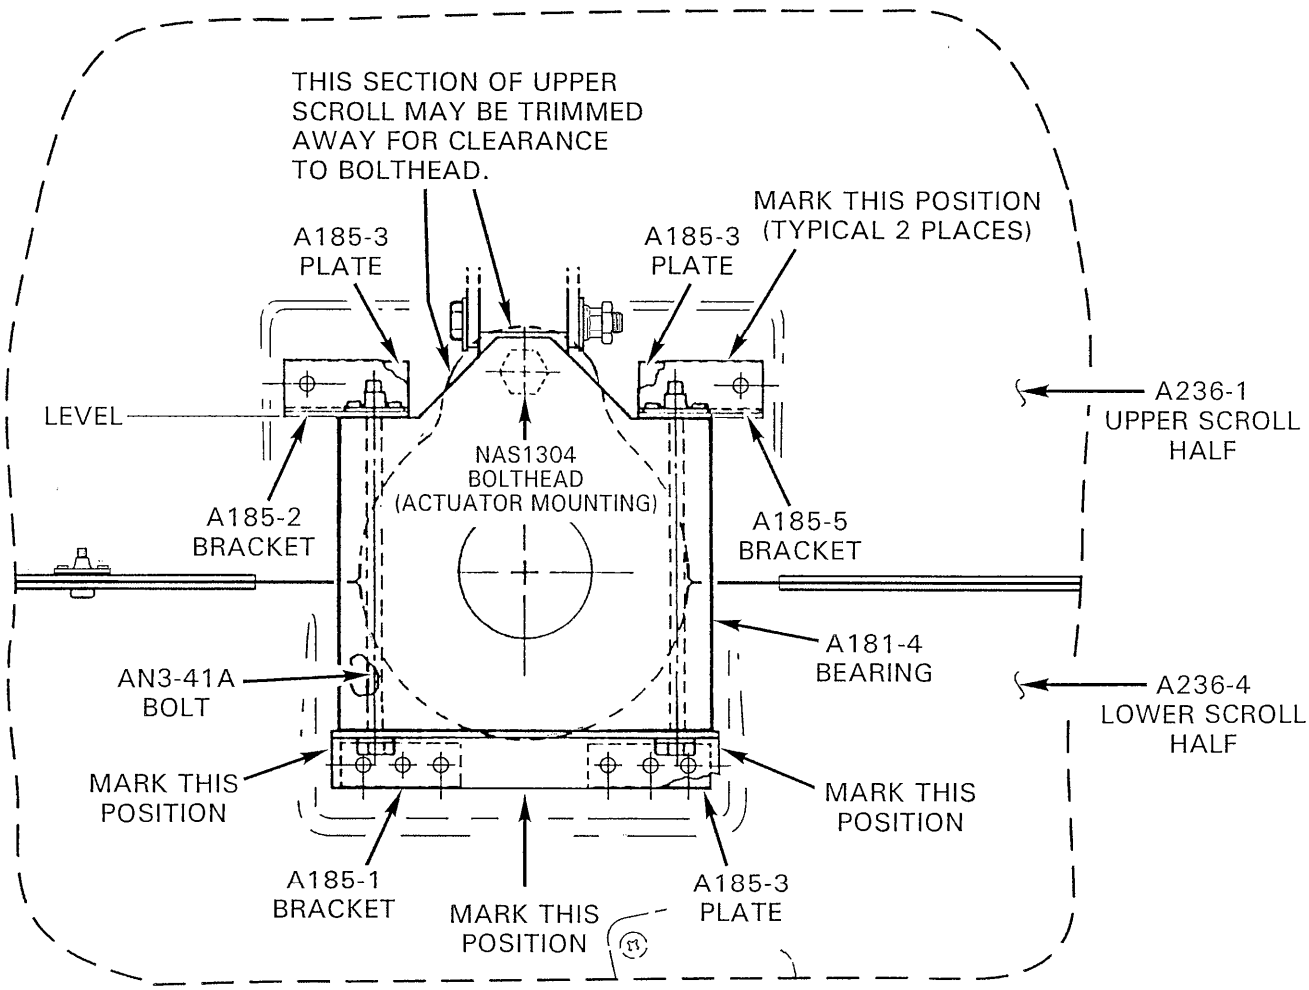

FIGURE 6-5A LOWER ACTUATOR BEARING INSTALLATION
b) Level the airframe laterally per Section 1.210. Assemble the A185-1 bracket on the bottom of the bearing housing with the A185-2 on the upper left and the A185-5 on the upper right. Use two AN3-41A bolts to secure the brackets (See Figure 6-5A). Place a bubble level across the top surface of the lower actuator bearing. Rotate the housing to level the bearing.